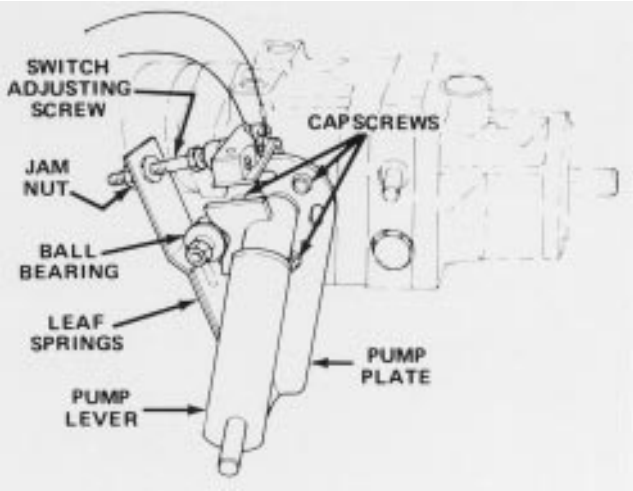

Figure 43
1. Park vehicle on a level surface and turn engine off. Apply the parking brake, tip seat forward, and actuate pump lever (Fig. 43) to insure assembly is properly seated and operating freely. Correct any discrepancy.
6. Because the wheel is rotating, the pump plate must be adjusted. But before adjusting the pump plate, move throttle to SLOW. If wheel is rotating forward, loosen capscrews, and lightly tap bottom of pump plate counterclockwise (Fig. 43). By contrast, tap pump plate clockwise if wheel is rotating backward (Fig. 43). When wheel stops rotating, tighten capscrews holding pump plate against side of transmission. Verify the adjustment with throttle in SLOW and FAST position.
A. Ball bearing is loose or worn out (Fig. 43).
F. Weak or damaged leaf springs (Fig. 43). Replace.
2. Actuate the pump lever (Fig. 43) to insure all parts are operating freely and seated properly.
3. Loosen jam nut. Rotate switch adjusting screw (Fig. 43) until there is a gap between head of screw and switch button.